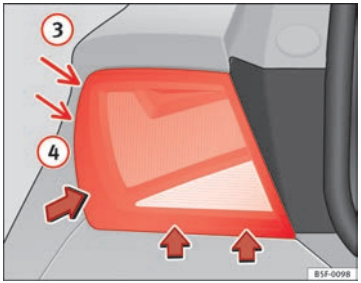

Fig. 193 Remove rear light unit from side panel
– Tilt the light in the direction of the arrows until it comes out (positions (3) and (4) ⇒ Fig. 193).